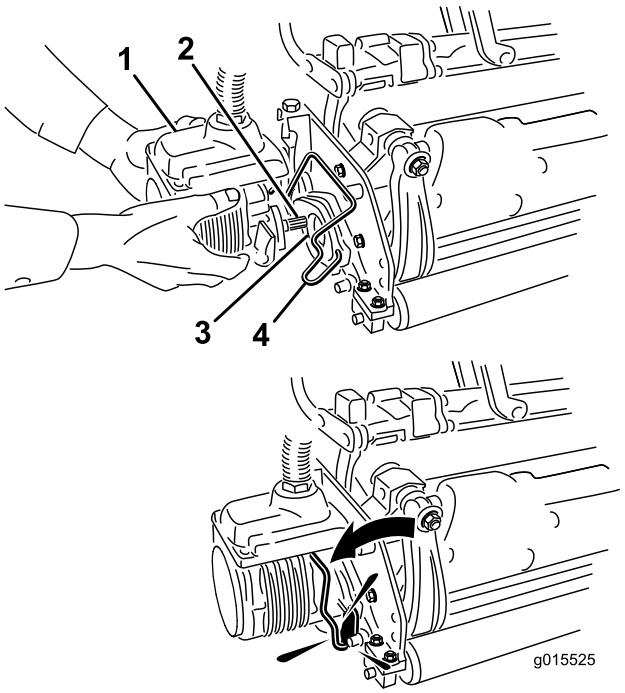

Figur 15
11. Kom rent smørefedt på notakslen på klippeenhedens motor (Figur 15).
12. Sæt motoren ind i klippeenhedens venstre side (set fra førersædet) og træk motorens holdestang på klippeenheden i motorens retning, indtil du hører et "klik" fra begge sider af motoren (Figur 15).